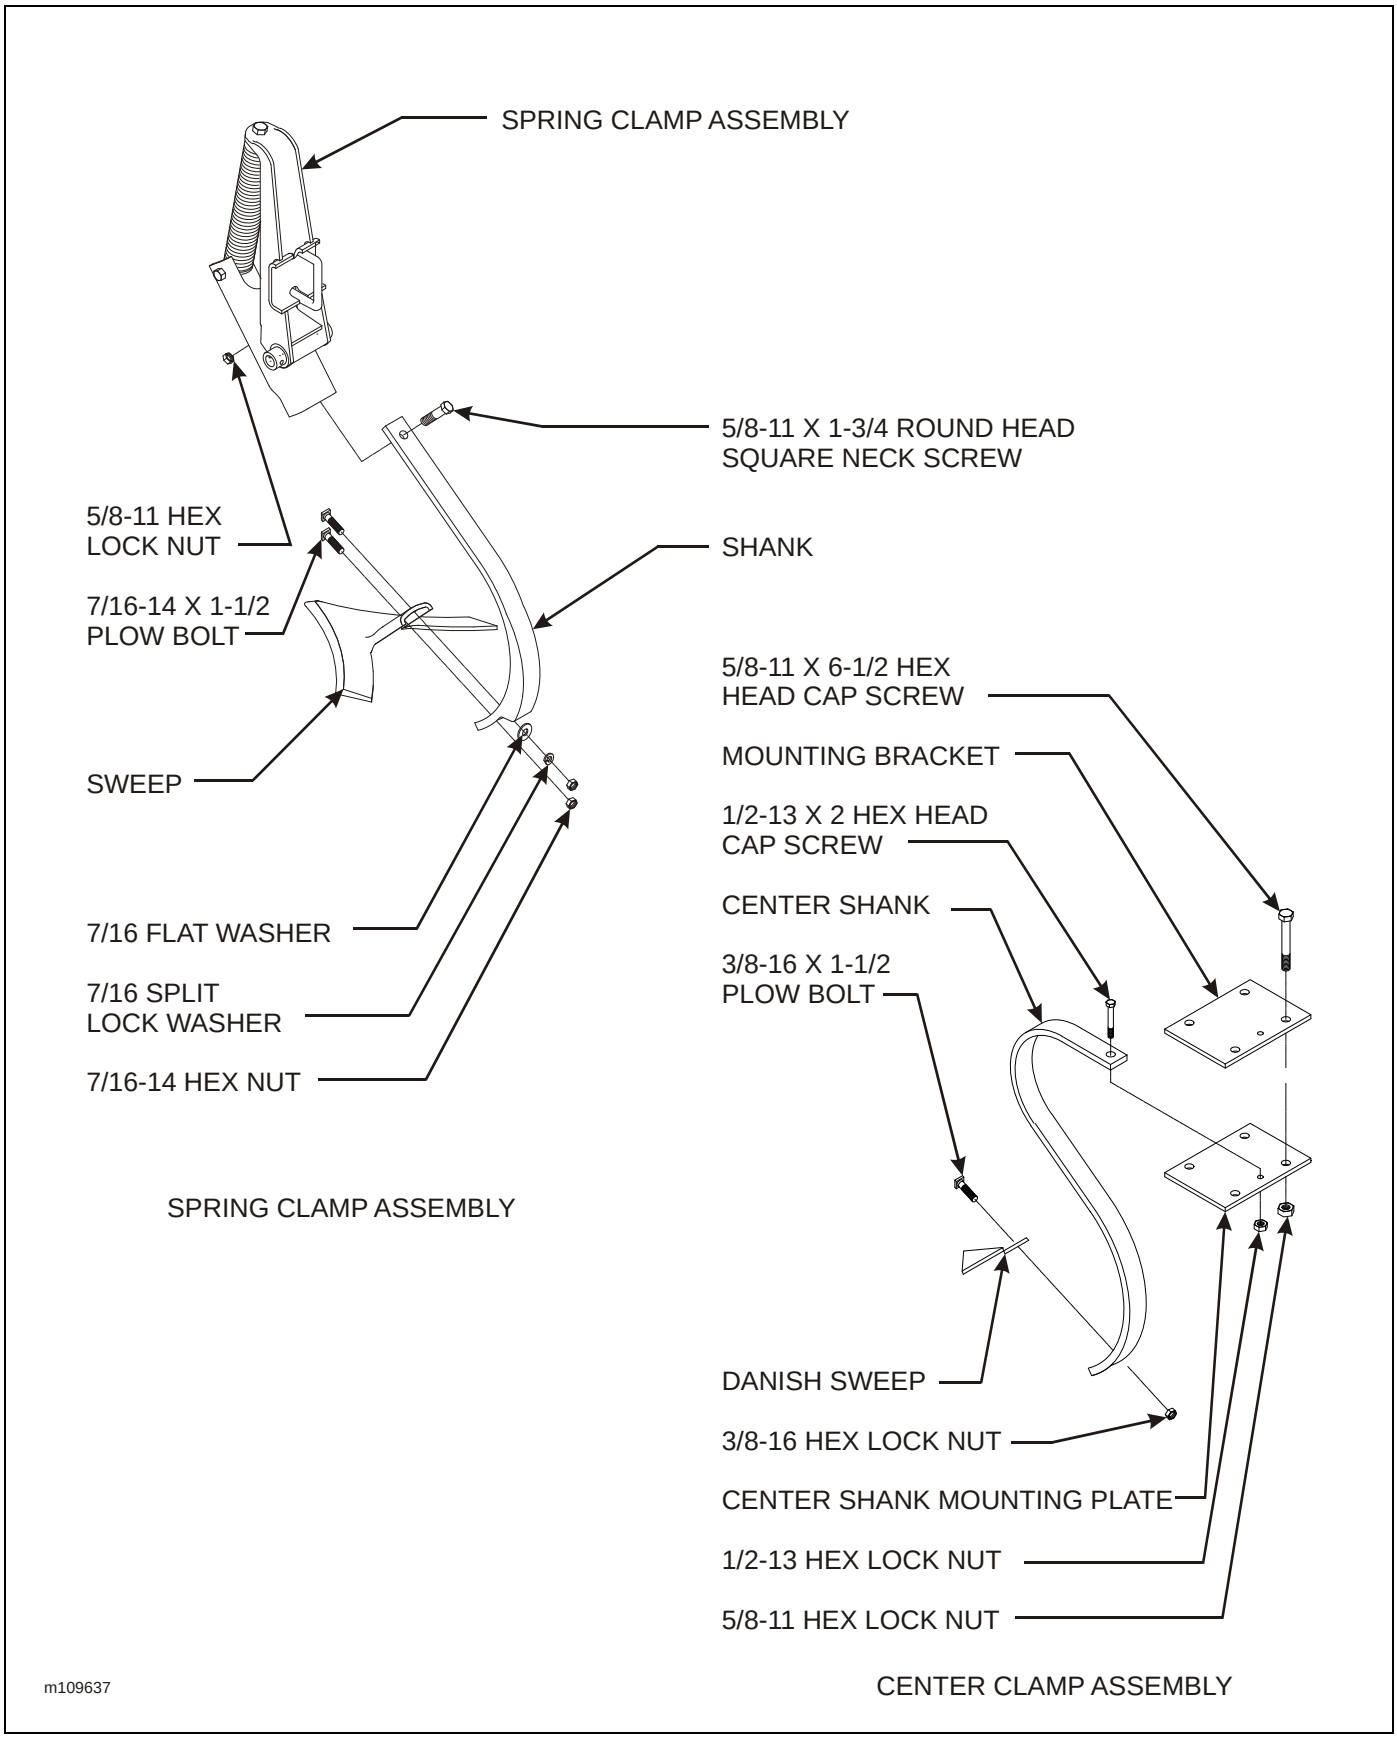

**Figure 3-5: Shank, Clamp, and Sweep Assembly**
a. Attach center shank to center shank mounting plate using 1/2-13 x 2 hex head cap screw and hex lock nut **(See Figure 3-5.)** Install center shank mount assembly to frame using center mounting bracket, 5/8-11 x 6-1/2 hex head cap screws and hex lock nuts **(See Figures 2-1 through 2-7 for location on frame).**
a. Slide shank into spring clamp assembly and fasten tight using 5/8-11 x 1-3/4 round head square neck screw and hex lock nut **(See Figure 3-5.)**